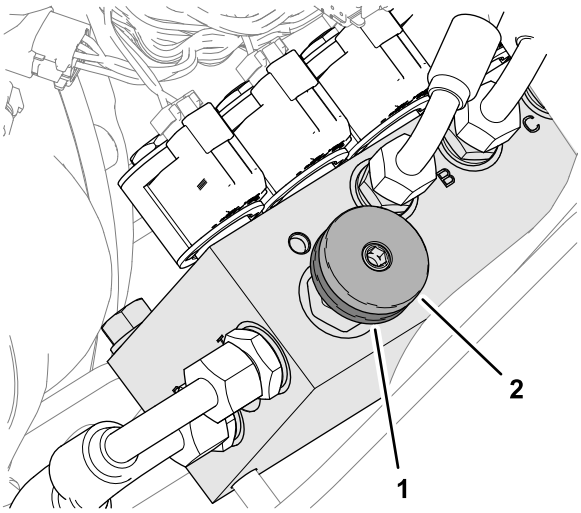

Figur 37
Slik aktiveres vektoverføring: Mengden vektoverføring kan varieres for å passe til driftsforholdene ved å rotere håndhjulet for vektoverføring (Figur 37) på følgende måte:
1. Løsne ventillåsmutteren 1/2 omdreining mot klokken og hold (Figur 37).
2. Roter håndhjulet til ventilen (Figur 37) mot klokken for å redusere vektoverføringen, eller med klokken for å øke vektoverføringen.